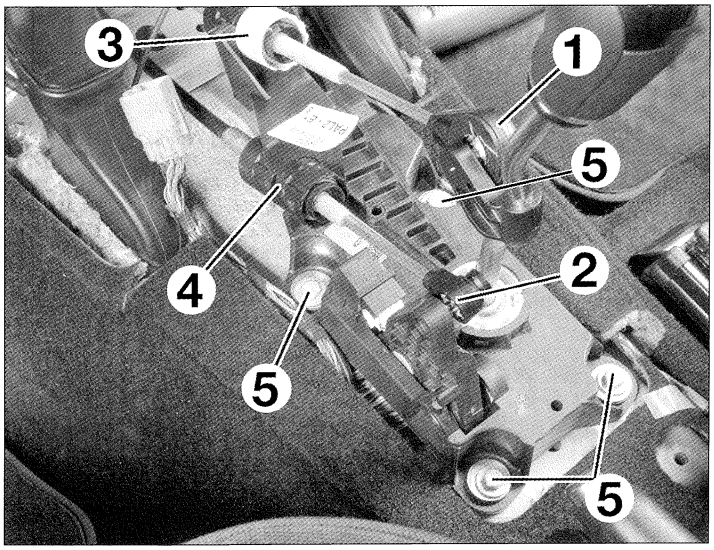

FIG. 9
• Separar de la palanca de velocidades, los cables de selección (1) y de mando de las velocidades (2) **(fig. 9).**
• Desbloquear y desmontar los cables de mando (4) y de selección (3) de las velocidades girando sus bloqueos en sentido antihorario.
• Separar de la palanca de velocidades los cables de selección (1) y de mando de las velocidades (2) **(fig. 9).**